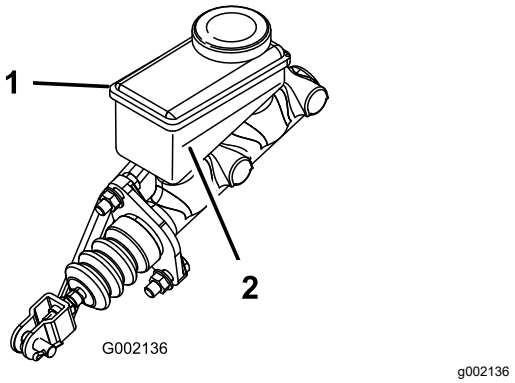

Figuur 56
3. Kijk naar de omtreklijn van het vloeistofpeil aan de zijkant van het reservoir (Figuur 56).
B. Giet DOT 3 remvloeistof in het reservoir tot het vloeistofpeil boven de Minimum-lijn staat (Figuur 56).